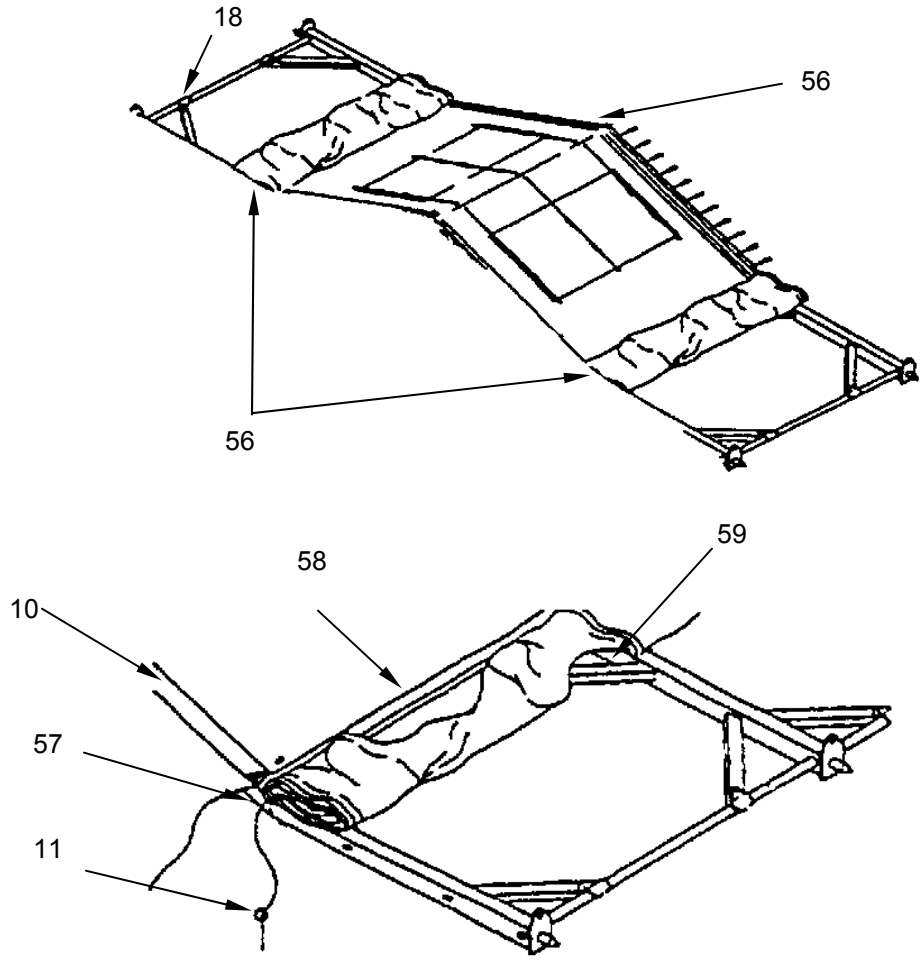

Figure 28. Raising the Frame to Partially-Erect Position.
1. Fold wall fabric **(Figure 28, Item 56)** towards ridge **(Figure 28, Item 18)** to expose eave gussets **(Figure 28, Item 57)**. Place folded fabric on ridge fabric **(Figure 28, Item 56)**.
2. Identify quick release pin **(Figure 28, Item 11)** and ensure it is hanging free.
3. Identify the locking hole in the side arch assembly **(Figure 28, Item 10)** and ensure it is free of debris.
4. Step in next to the eave gusset **(Figure 28, Item 57)**.
5. Place one hand on the side arch assembly **(Figure 28, Item 10)** and one hand on the eave purlin **(Figure 28, Item 58)** outside the diagonal brace **(Figure 28, Item 59)**.